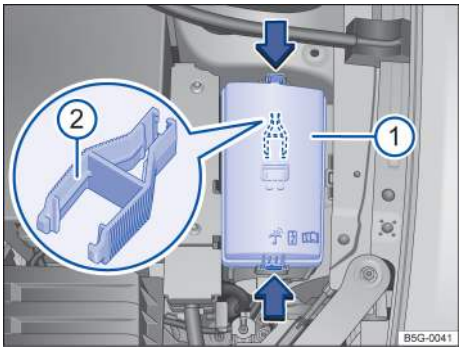

Fig. 157 In the engine compartment: Fuse box cover ① with tweezers ②.
— *To remove:* Press the release tabs in the direction of the arrows → fig. 157 to unlock the fuse box cover ①.
In some vehicles, there are plastic tweezers for removing fuses on the inside of the fuse box cover → fig. 157 ②.